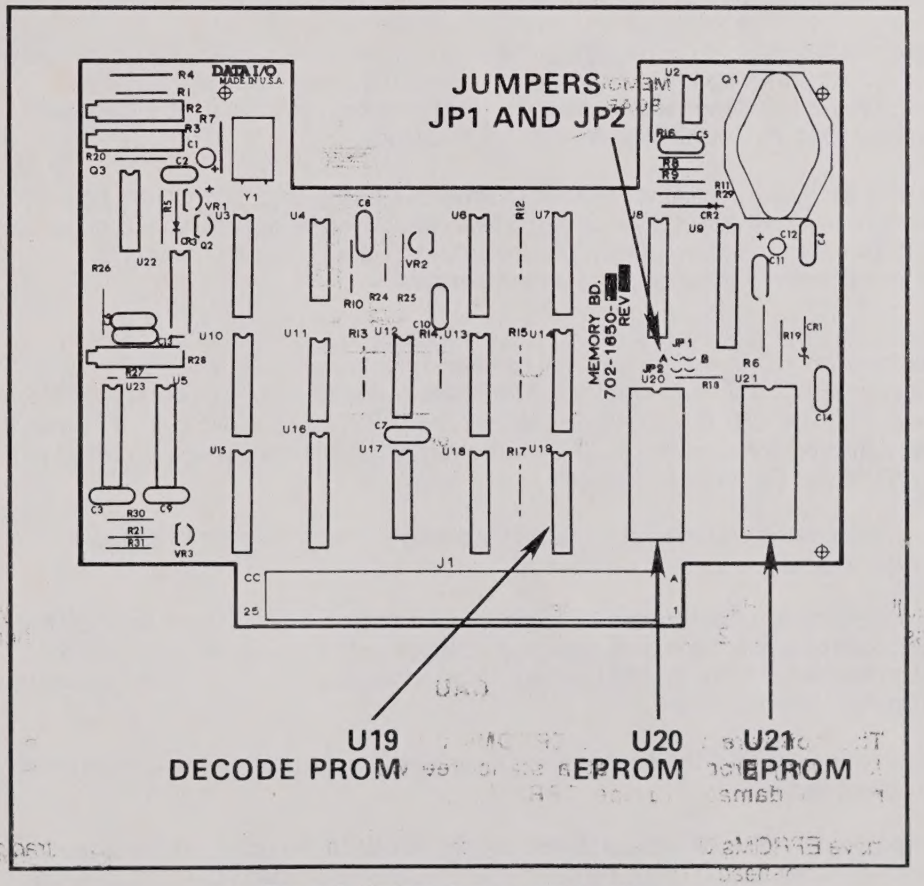

Figure 4. Update Component Location
1. Remove EPROMs U20 and U21 (figure 4) from the memory board using the IC extractor tool or the small slot-head screwdriver.
2. Observe the configuration of jumpers JP1 and JP2 (figure 4). If the wire strap jumpers are located in position B, perform steps 3 through 5 which follow. If the jumpers are located in position A, skip steps 3 through 5 and proceed directly to step 6.
3. If jumpers JP1 and JP2 are in position B, remove Decode PROM U19 (see figure 4 for location) using the IC extractor tool.